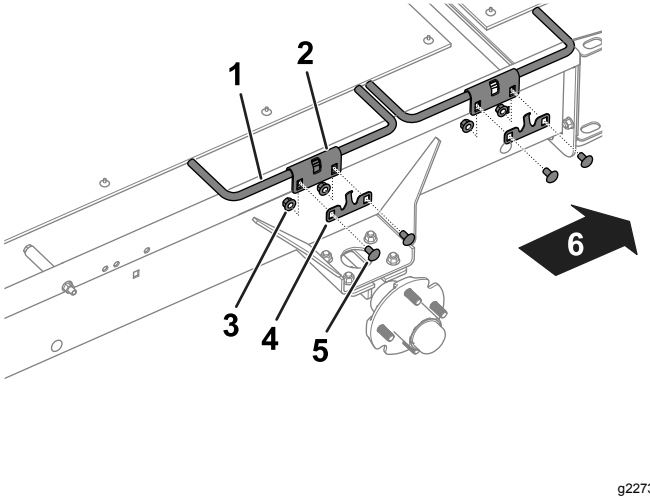

Figure 2
4. Retirez les boulons de carrosserie, les écrous à embase et les pattes élastiques qui fixent les tiges et les supports des tiges aux deux côtés de la remorque (Figure 2).
5. Déposez les tiges et les supports de tige de la remorque (Figure 2).
1. Utilisez les boulons de carrosserie, les écrous à embase, les pattes élastiques et les supports retirés précédemment pour monter les tiges sur la remorque ; voir Figure 2.